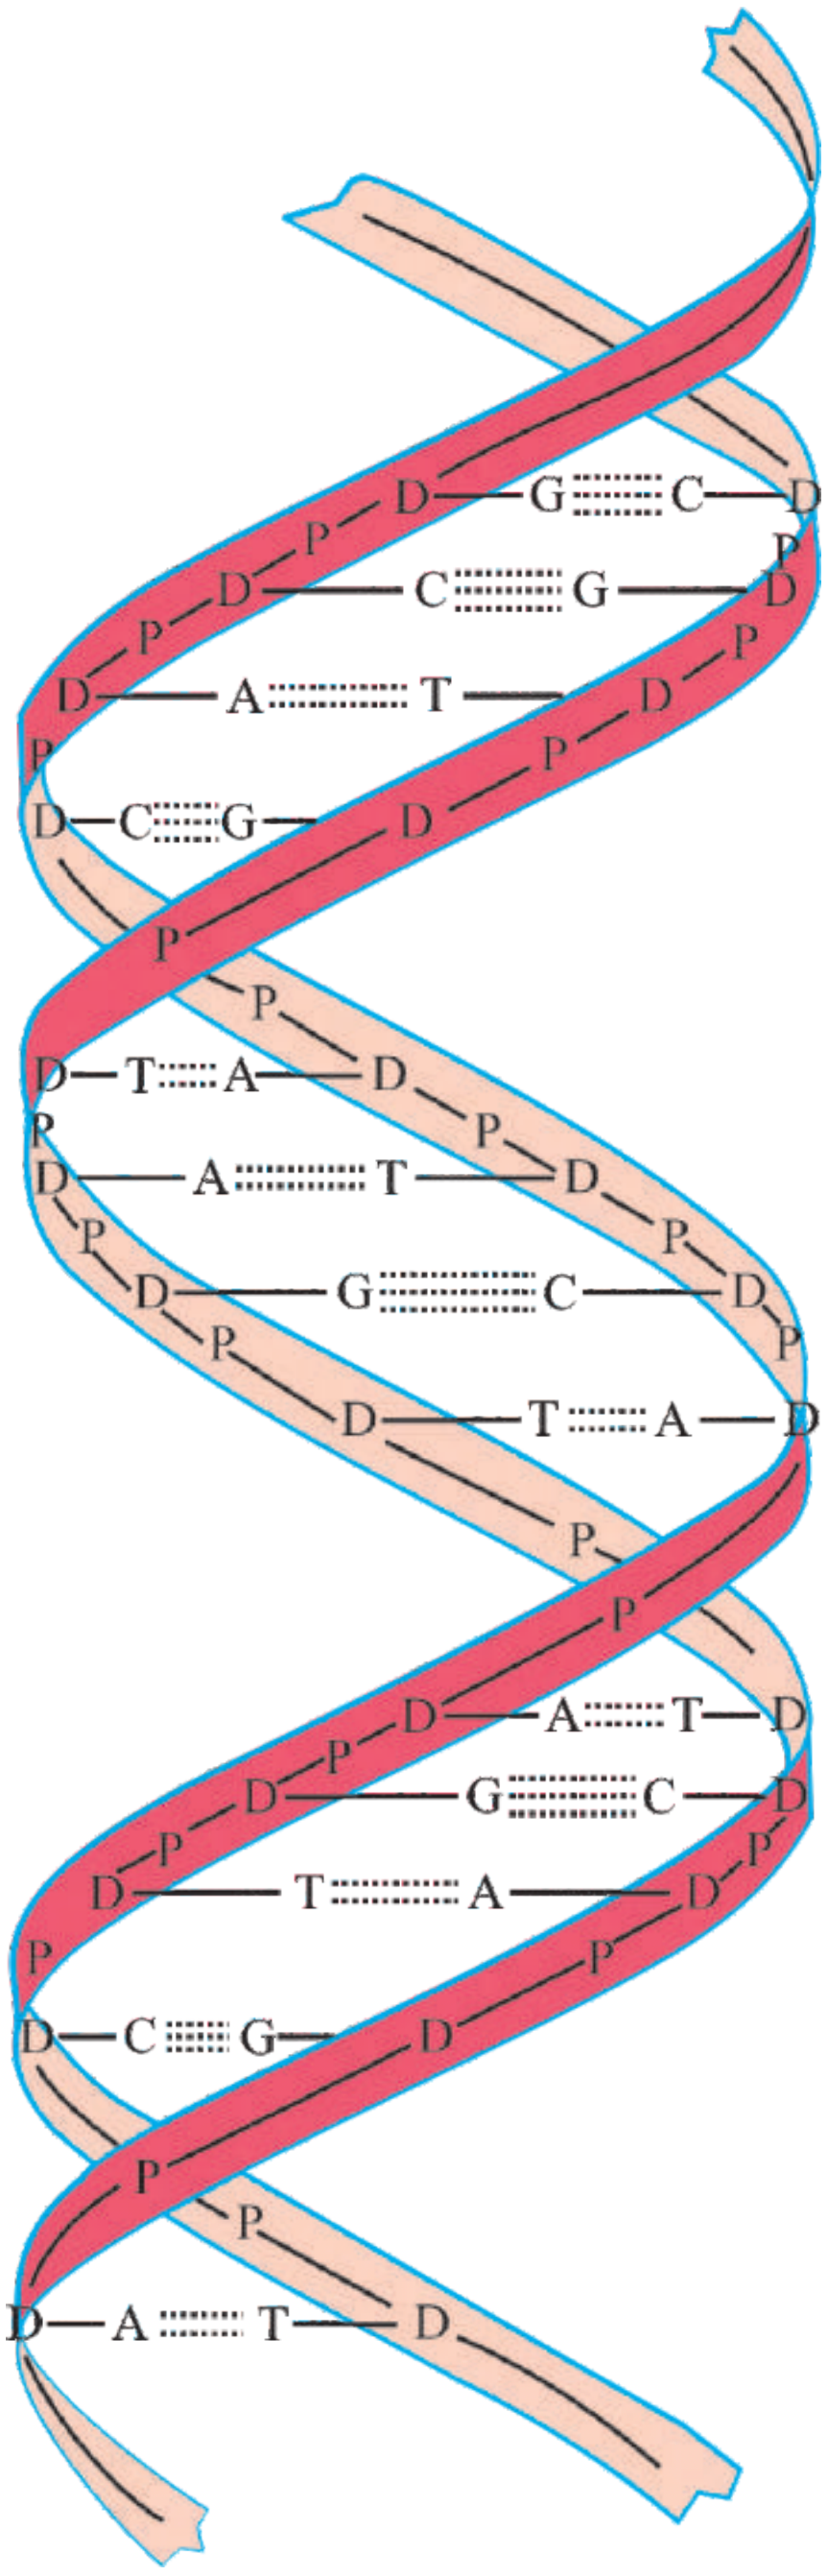

Fig. 7.11 Double helix structure of DNA
It is proved that the molecular shape of DNA is like a twisted rope which is shown in Fig. 7.11. It contains **phosphoric acid units on outer side and base compounds in central part.** In the nucleus of the cell, the these nucleic acids are divided, which are present in gene of chromosomes during reproduction. These nucleic acids are arranged similarly in new cell. Due to this heredity, characteristics are transmitted from one generation to next generation. In 1953 J.D. Watson and H.C. Crick proposed a double helix structure for DNA from X-ray diffraction studies of DNA. This structure looks like a spiral staircase. In connection of two polynucleotide chains, purine base of one nucleotide is joined with pyrimidine base of opposite nucleotide by hydrogen bond. In this adenine (A) base is always joined with thymine (T) and guanine (G) is always joined with cytosine (C). **A and T are joined together with two hydrogen bonds and C and G are joined together with three hydrogen bonds.**